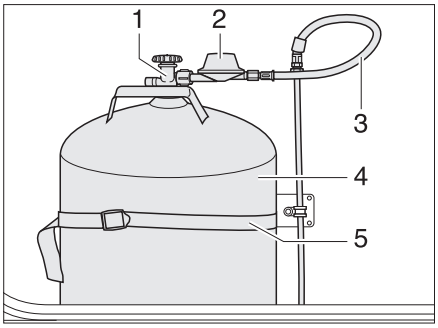

Fig. 77 Gas bottle compartment
- Close the regulator tap (Fig. 77,1) on the gas bottle (Fig. 77,4). Pay attention to the direction of the arrow.
- Unscrew the gas pressure regulator (Fig. 77,3) with the gas tube (Fig. 77,5) from the gas bottle by hand (left-handed thread).
- Release the fixing belts (Fig. 77,2) and take out the gas bottle.